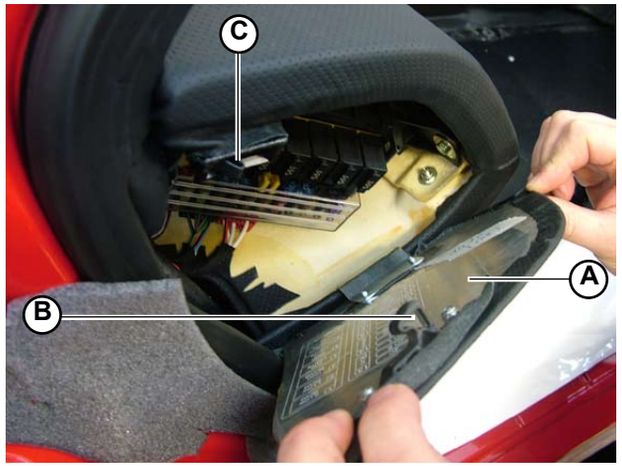

Fig.3
1. Lift up the edge of the left side cover (**A-Fig.3**) and apply pressure to the cover until the plastic block (**B-Fig.3**) is released from its coupling (**C-Fig.3**).